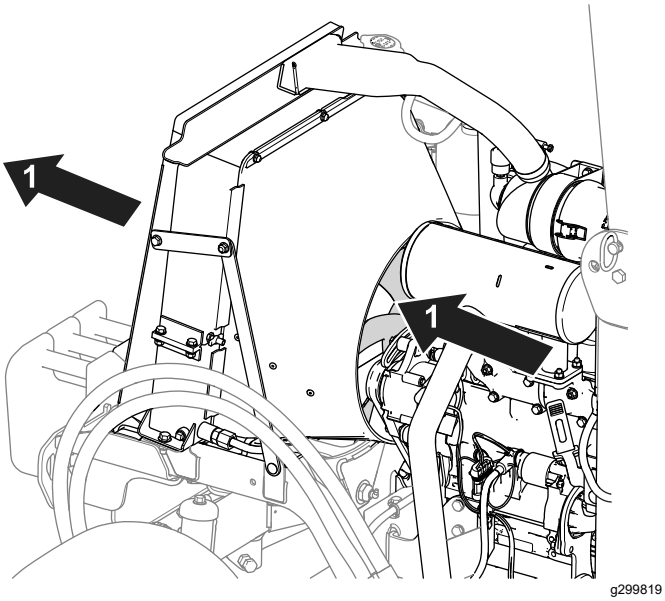

Рисунок 70
- Используйте сжатый воздух для очистки ребер радиатора. Направляйте воздух от машины (Рисунок 70).